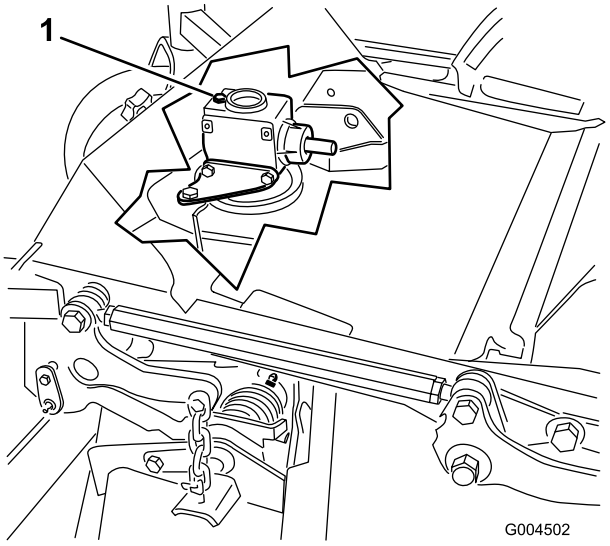

Rysunek 33
6. Odkręć wskaźnik poziomu / korek wlewu z góry skrzyni przekładniowej i upewnij się, że poziom oleju znajduje się między oznaczeniami na wskaźniku poziomu (Rysunek 33).
6. Odkręć wskaźnik poziomu / korek wlewu z górnej części skrzyni przekładniowej (Rysunek 33).